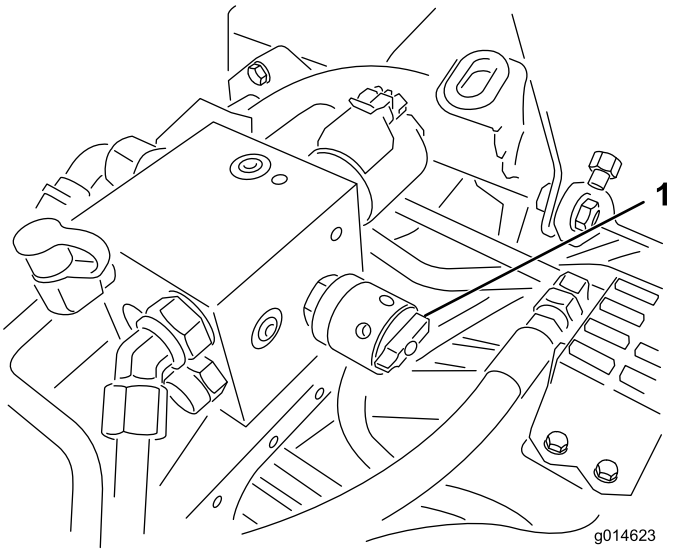

Figur 55
6. Vrid cylinderhastighetsreglaget till inställningen 1 (Figur 55).